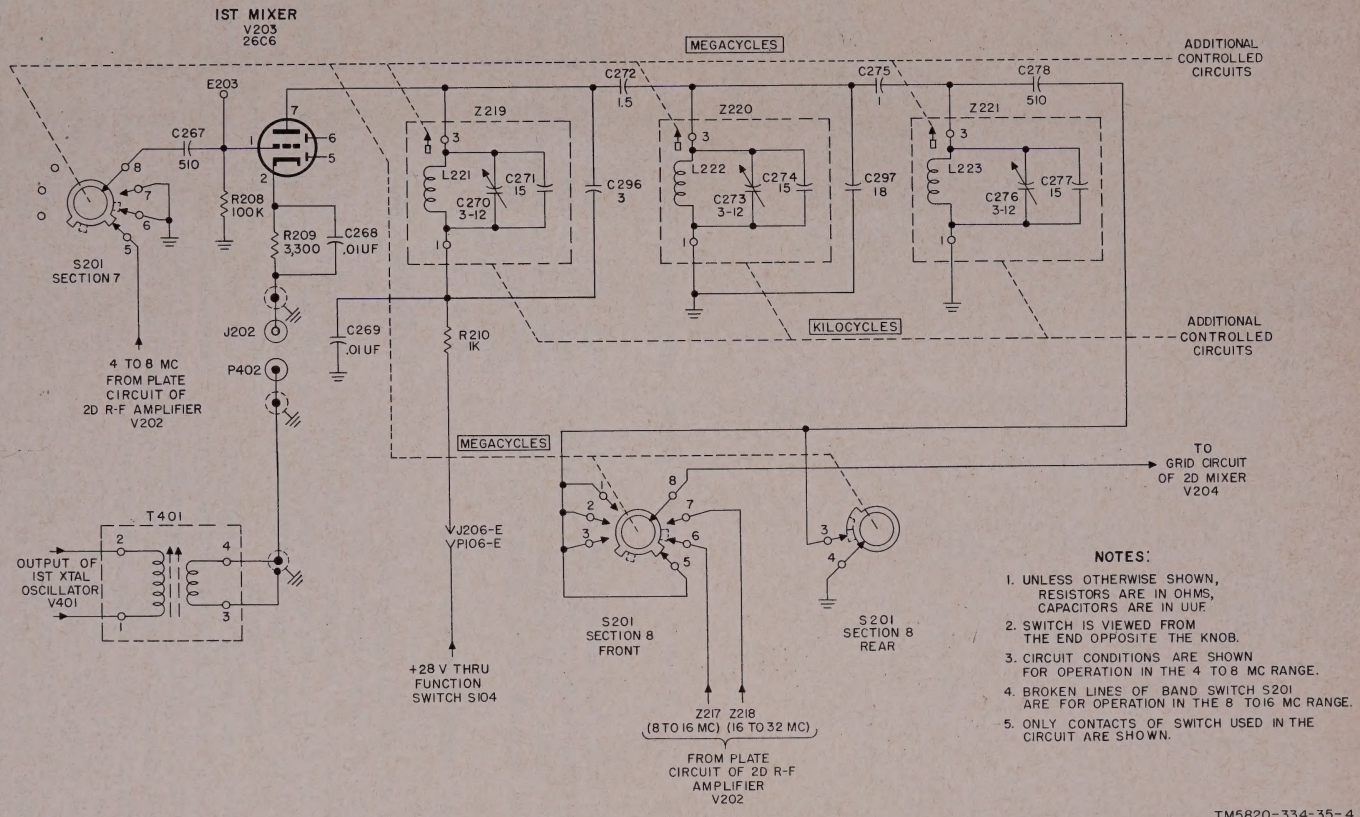
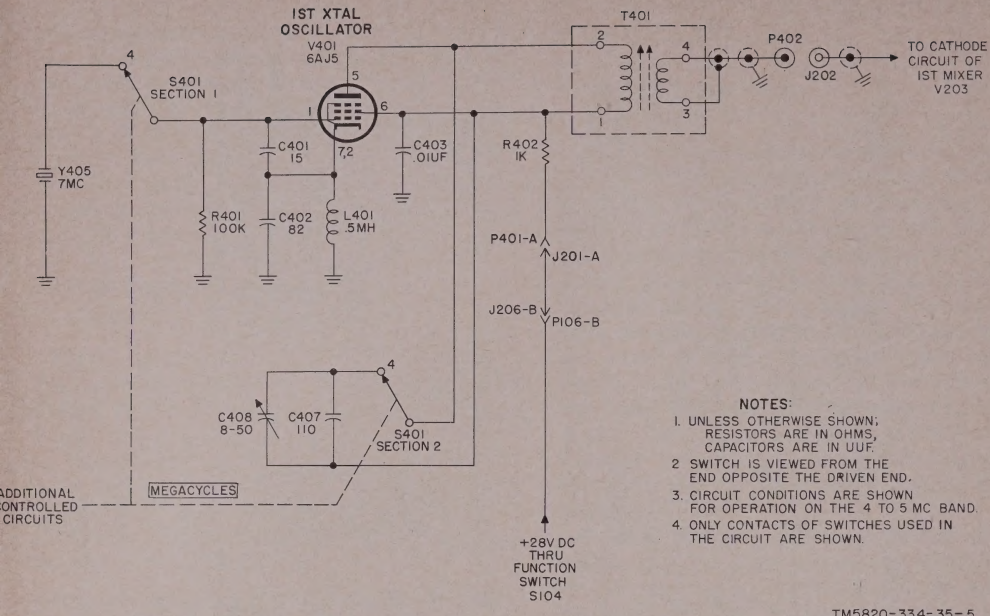

Figure 4. First mixer stage, simplified schematic diagram.
Figure 5. First crystal oscillator, simplified schematic diagram.
7. First Mixer V203 (fig. 4)
First mixer V203 uses a type 26C6 miniature triode tube. The second rf amplifier output is applied to the control grid (pin 1) and the output of first cyrstal oscillator V401 is applied to the cathode (pin 2). The two signals are heterodyned to produce a signal between 9 and 18 mc in the plate circuit. The frequency of the mixer output signal is variable, and is the sum of the frequencies of the two input signals. In the frequency range from 8 to 32 mc, the input and output of the first mixer are grounded. This is indicated in figure 4 by the broken lines of band switch S201.
(fig. 5)
First crystal oscillator V401 provides the injection signal for first mixer V203 (fig. 4) on the eight lower-frequency bands. Figure 5 shows circuit operation on the 4- to 5-mc band. The first crystal oscillator uses a type 6AJ5 miniature pentode connected in an electron-coupled Colpitts circuit, with a crystal substituted for the conventional resonant circuit.
Second mixer V204 uses a type 26C6 miniature triode tube. Signals from first mixer V203 (fig. 4) (or second rf amplifier V202 (fig. 3) on the 8- to 32-mc range) are applied to the grid of second mixer V204. The output of second crystal oscillator V402 is injected at the V204 cathode. The two signals heterodyne to produce a signal within the range of 3 to 2 mc on all bands except the 0.5- to 1-mc band. On the 0.5- to 1-mc band, the mixer output signal is 2.5 to 2 mc. The mixer output signal is the difference frequency between the signal of the grid and the oscillator signal at the cathode.